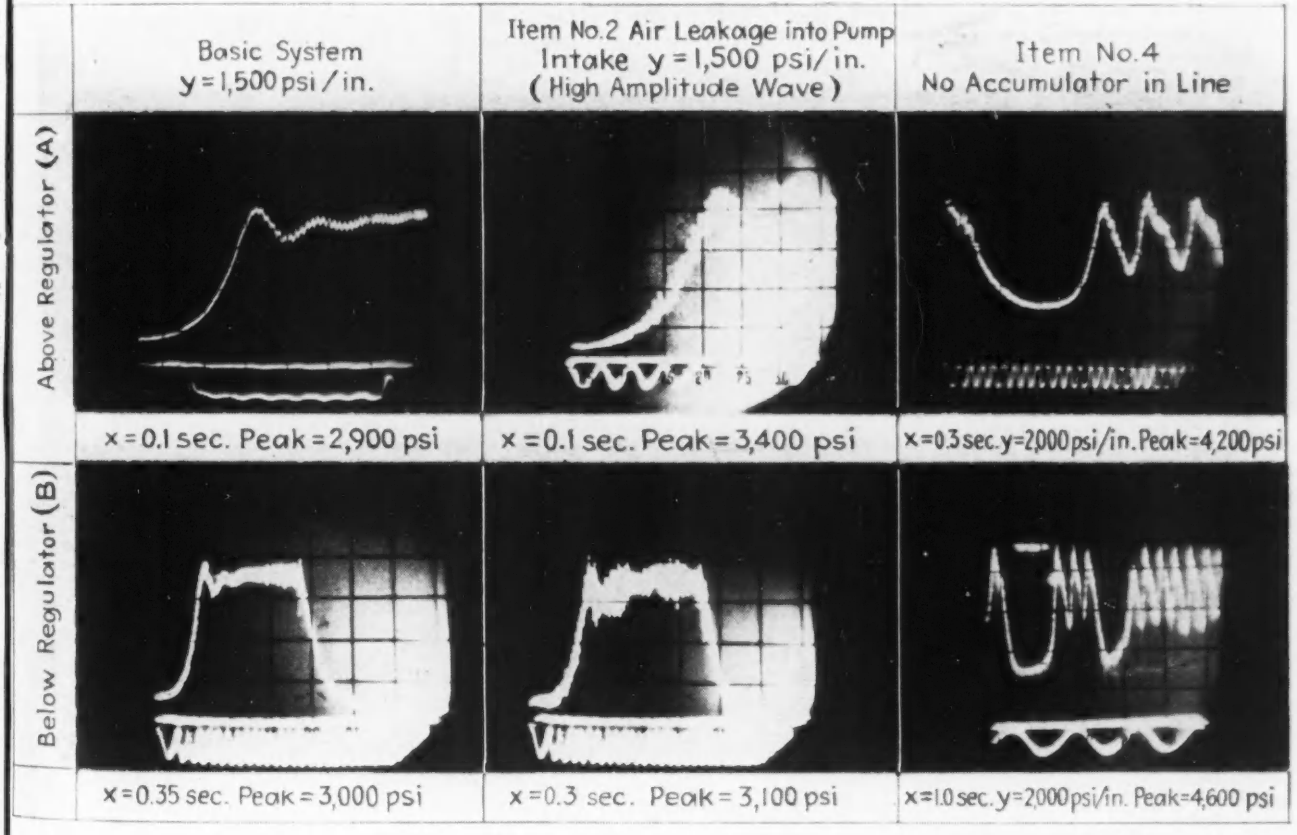

Fig. 4—Performance of basic system and two modified systems is compared. Oscilloscope plots show pressure variations with time.
Test results are shown in Table I. These results were derived from oscilloscope plots taken from the system shown at various pick-off points. Fig. 4 shows typical plots covering the basic system as compared to the curves obtained with the basic system modified for conditions (2) and (4) specified above. By comparing the curves with